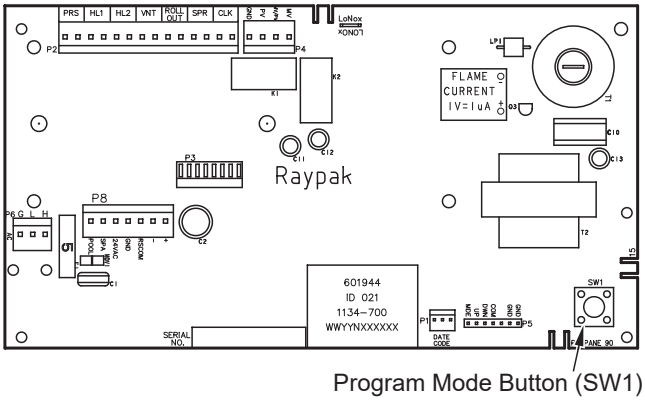

Figure 40. Thermostat Program Button (SW1)
The pool heater touch-pad located on the upper front panel of the heater, allows the user to select either POOL or SPA operation, and to adjust the setpoint temperature. The LCD display window indicates the mode (OFF, SPA, POOL) and the actual water temperature. A manual power switch provided below the touch-pad turns the control power ON or OFF. See **Figure 40.**
1. Remove the four screws holding the control cover, and swing the panel down so the back side of the board is visible. Locate the Program Mode button (SW1). See **Figure 40**. Press and hold the button for 5-7 seconds until SET FACTORY DEFAULTS appears on the display. Release the program button.